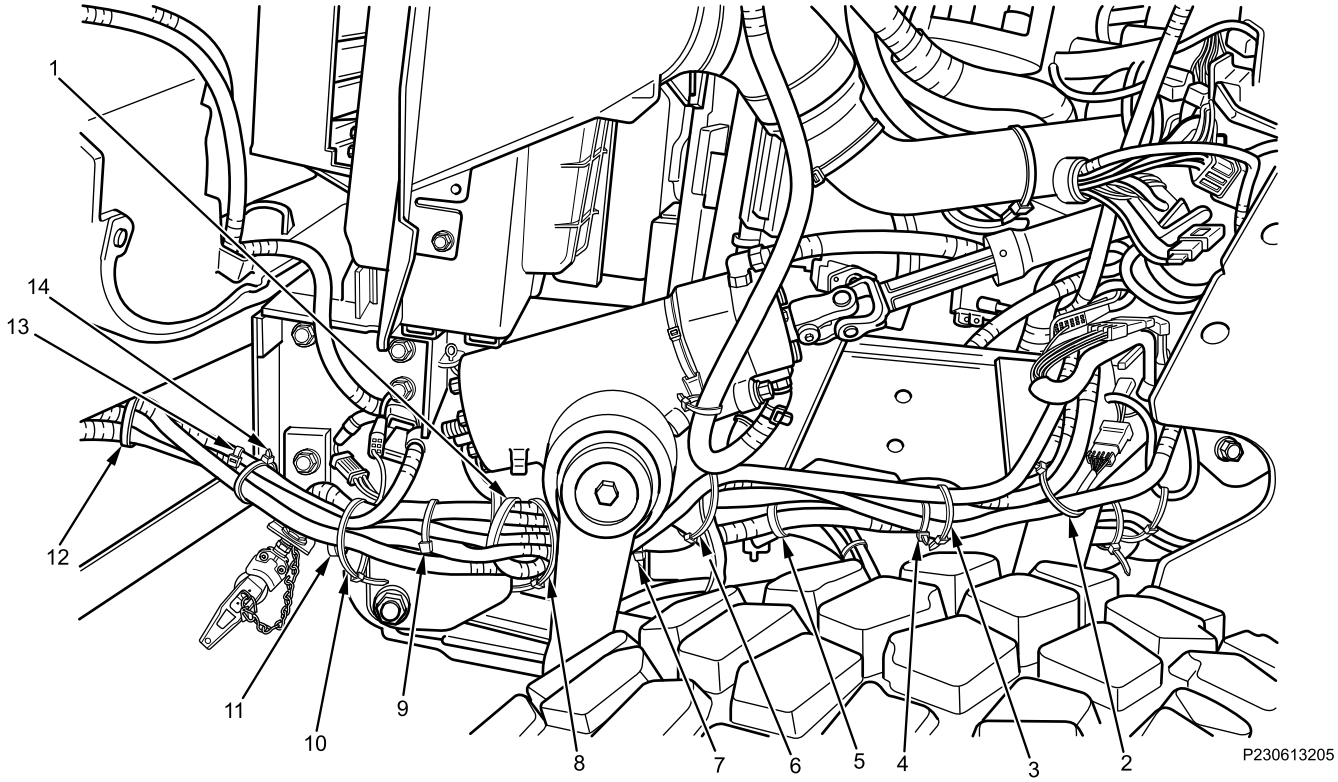

Figure 3. Front Trailer Harness Cable Lock Straps.
4. Remove and discard 14 cable lock straps (Figure 3, Item 1 through 14).